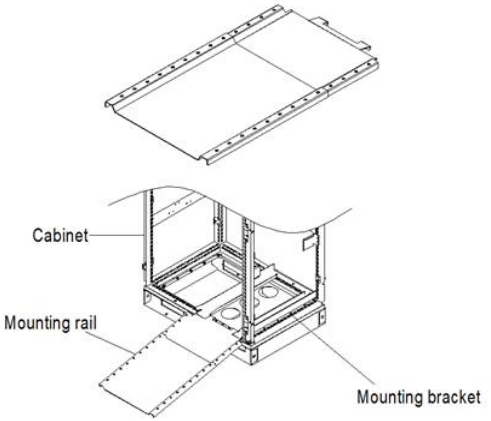

Figure 4-14 Mounting rail
- As shown in Figure 4-14, assemble the mounting rail, align the two front hooks with the nine-fold profile notch, and snap them into place.